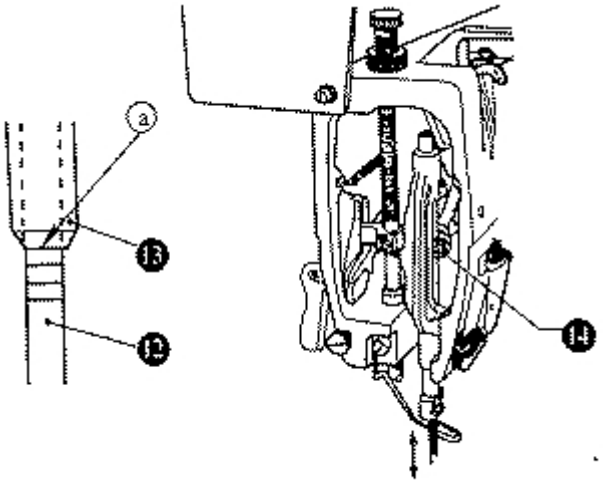

рис.38
22. Установка игловодителя по высоте и петельный ход (Рис.38, 39)